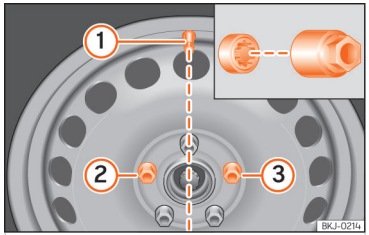

Abb. 196 Radwechsel: Reifenventil ① und Einbauort der Anti-Diebstahl-Radschraube ② oder ③.
Die Anti-Diebstahl-Radschraube muss bei einem Rad mit Radvollblende an Position ››› (Abb. 196) ② oder ③ bezogen auf die Lage des Reifenventils ① eingeschraubt sein. Die Radvollblende kann sonst nicht montiert werden.